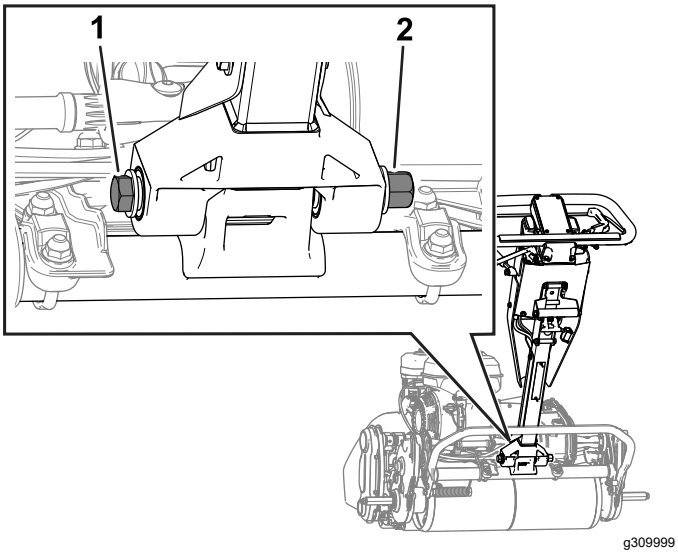

**Figure 37**
2. Desserrez le boulon et l'écrou, comme montré à la Figure 37.